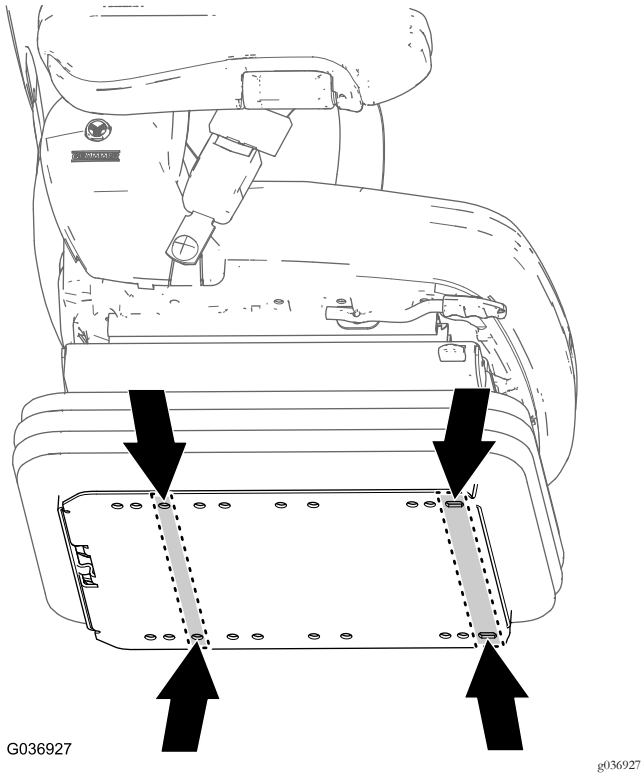

Rysunek 13
1. Zlokalizuj otwory w płycie dolnej nowego fotela służące do zamocowania go do maszyny (Rysunek 13).